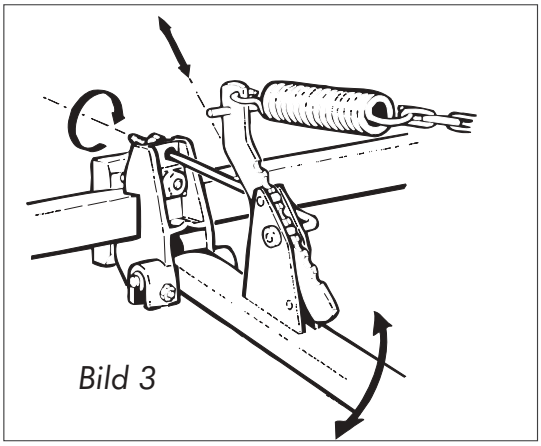

Bild 3
Billarnas nedersta läge (A) kan regleras, genom att vrida begränsarstagens muttrar. Billarnas nedersta läge är färdigt justerat från fabriken. (Bild 3)